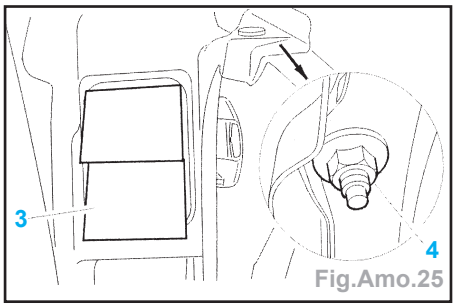

Fig.Amo.25
- l'obturateur (3) D et G (Fig.Amo.25),
- la fixation (4) D et G,